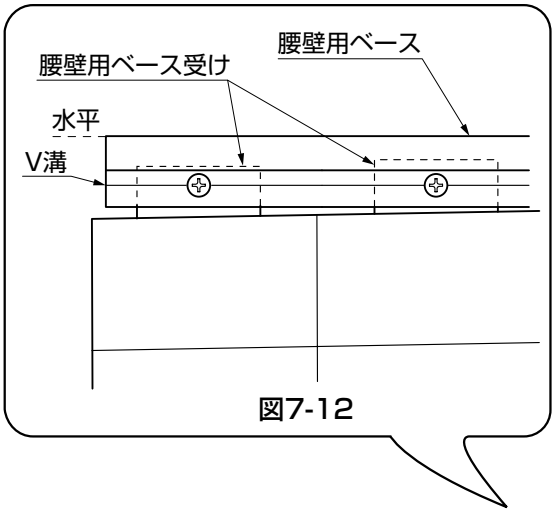
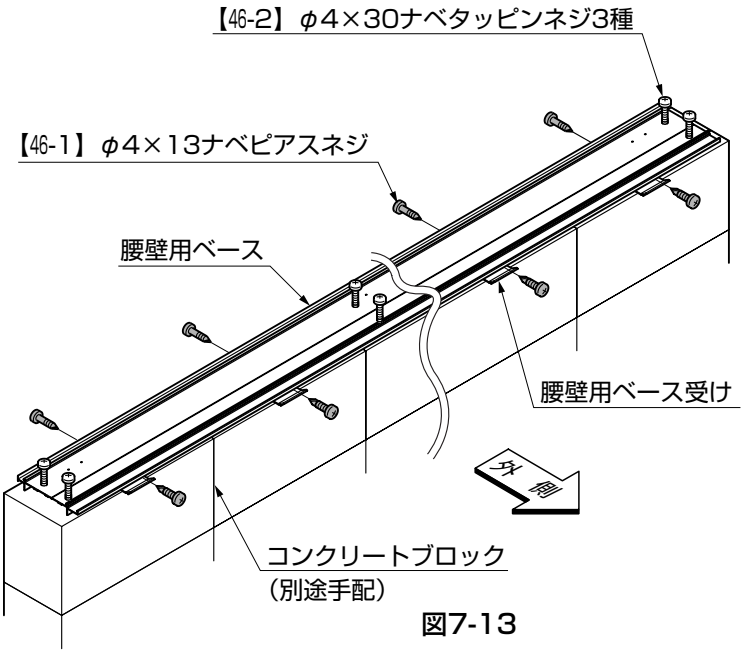

図7-12
図7-13
①腰壁用ベースを腰壁用ベース受けに、【46-1】で取付けてください。（図7-12、図7-13参照）
②調整ネジ【46-2】を取外してください。